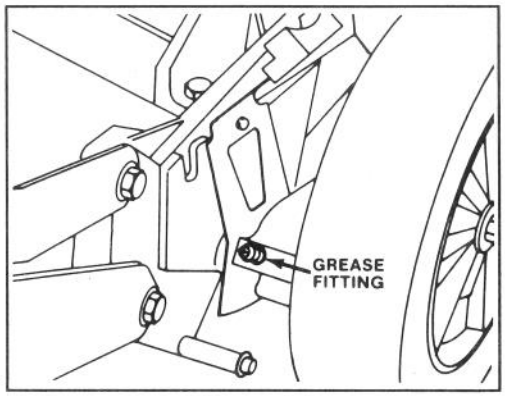

Figure 21
2. Move rear wheel height-of-cut levers to "C" setting. Wipe grease fittings with clean rag (Fig. 21). Install grease gun onto fitting and gently apply 2 or 3 pumps of #2 Multi-Purpose Lithium Base Grease.